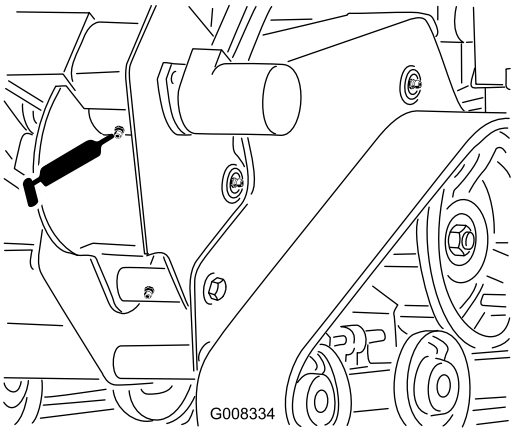

**Figur 31**
2. Rengör smörjnipplarna på dikesgrävarens kåpan med en trasa och anslut en smörjpistol (Figur 31).